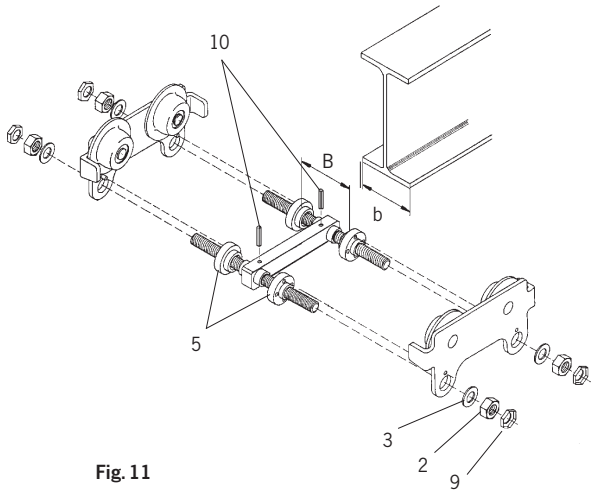

Fig. 11
Montage des Fahrwerks 1,6 - 5 t (Fig. 11)
- Wird das vorgegebene seitliche Spiel (siehe Fig. 11) von 2 mm auf jeder Seite zwischen den Laufrollenkränzen und der Außenkante des Fahrbahnträgers bei allen Laufrollen eingehalten?